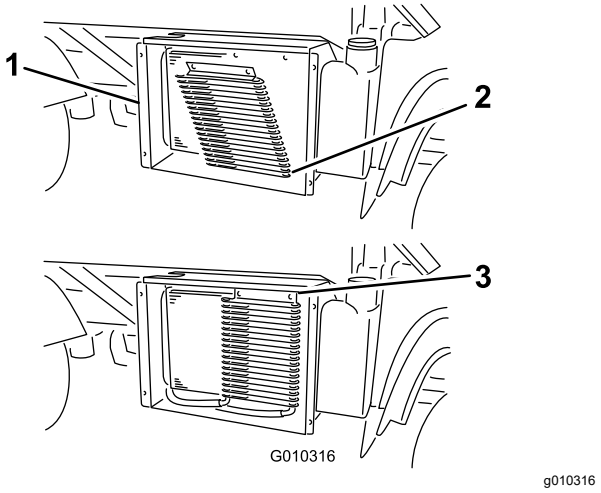

Figur 54
6. Roter låsene, hvis maskinen er udstyret hermed, og drej oliekøleren væk fra køleren (Figur 54).